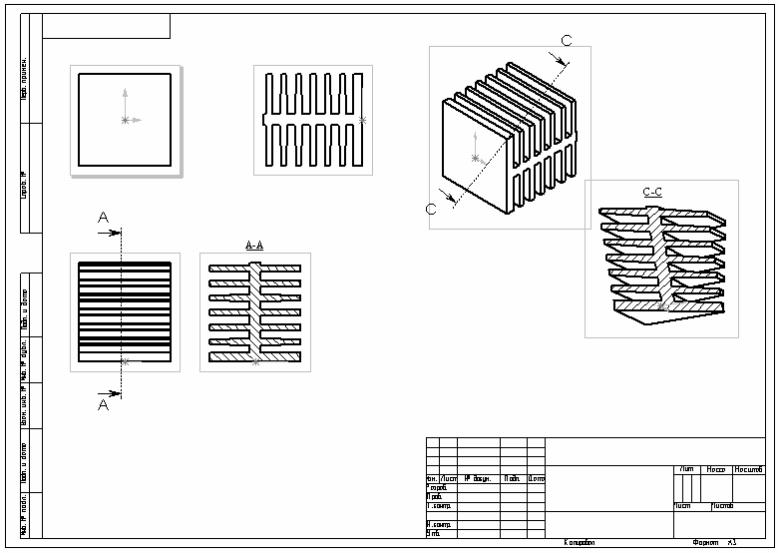

Рисунок 9.5 - Чертеж детали с разрезами на проекционном и изометрическом видах
6. Сохраните чертеж (рис.9.5).